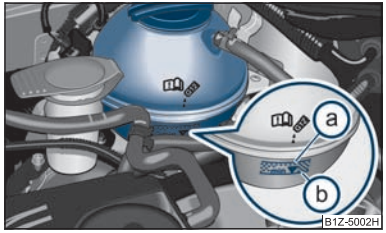

Fig. 124 Compartiment moteur: Vase d'expansion du liquide de refroidissement
- Contrôlez le niveau dans le vase d'expansion de liquide de refroidissement ⇒ fig. 124. Le moteur étant froid, le niveau du liquide de refroidissement doit se trouver entre les marques (b) (MIN) et (a) (MAX). Il peut légèrement dépasser la marque (a) (MAX) si le moteur est chaud.
- Mettez un chiffon sur le bouchon du vase d'expansion du liquide de refroidissement ⇒ fig. 124 et desserrez **prudemment** le bouchon en le faisant tourner à gauche ⇒ ⚠.